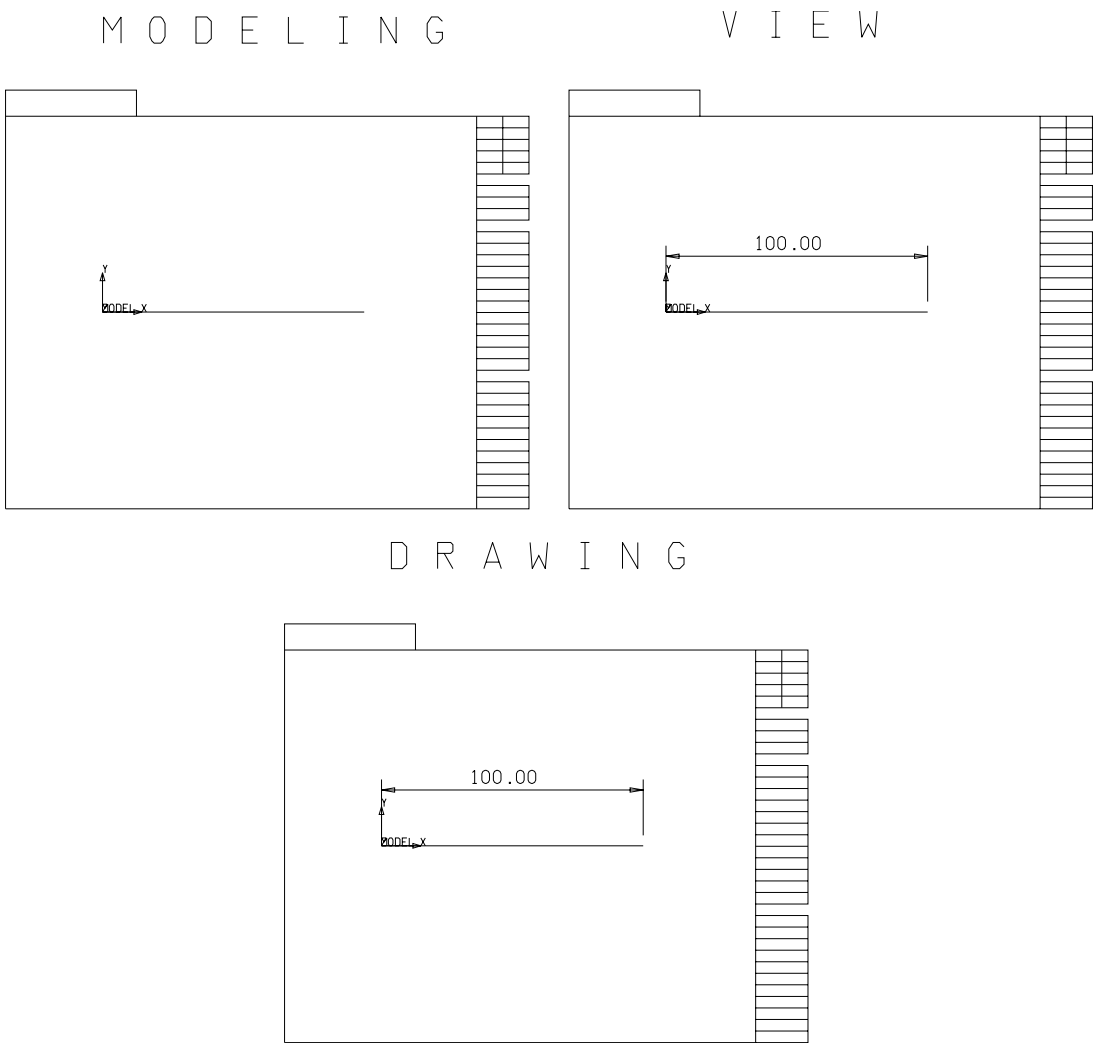

Figure 8-1: Model, View and Drawing (line.pfm) Used to Generate the IGES File
Figure 8-1 shows a modeling, view and drawing file (line.pfm) used to generate the sample ASCII IGES file (line.igs) shown in Figure 8-2, via the **Cimatron** command Write-IGES.
- In Figure 8-1, the line begins at the origin of the UCS (User Coordinate System) and has a length of 100. The color of the line is red and the color of the dimension line is white.